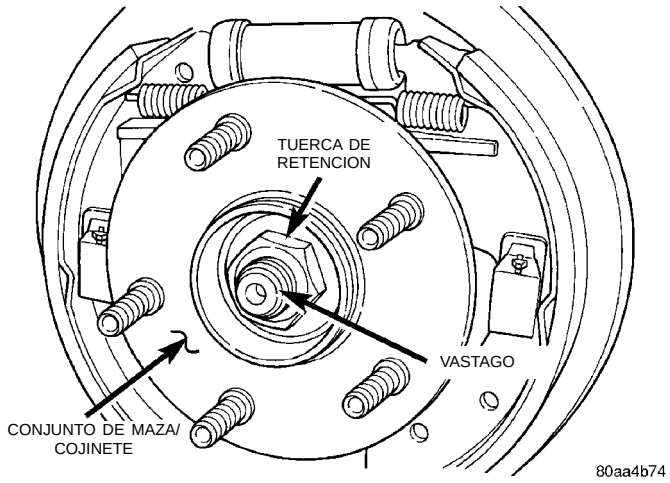

Fig. 14 Tuerca de retención de la maza/cojinete
(6) Retire la tuerca de retención de maza/cojinete (Fig. 14). Retire después maza/cojinete de la articulación.
(9) Instale el conjunto de maza y cojinete traseros en la articulación. Instale la tuerca de retención del conjunto de maza y cojinete (Fig. 14), y apriete con una torsión de 217 N·m (160 lbs. pie).
(10) Si el vehículo tiene instalado frenos de disco traseros, instale el disco de frenado trasero en la maza. Si el vehículo tiene instalados frenos de tambor traseros, instale el tambor de freno en la maza.
(11) Si el vehículo tiene instalados frenos de disco traseros, instale el disco de frenado trasero en la maza. Con cuidado emplace el calibrador de freno trasero en el disco de frenado e instale sobre el adaptador. Apriete los pernos de instalación del conjunto del calibrador al adaptador con una torsión de 22 N·m (192 lbs. pulg.). Para informarse sobre el proce-